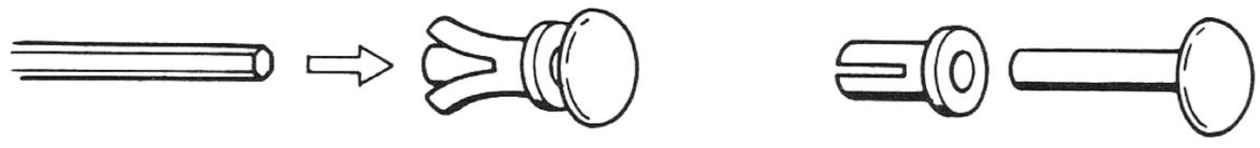

Figure 2 PUSH RIVET
a. Push the center of push rivet (#1 and #2) (Photo 5) by small screw driver as shown Fig. 2.